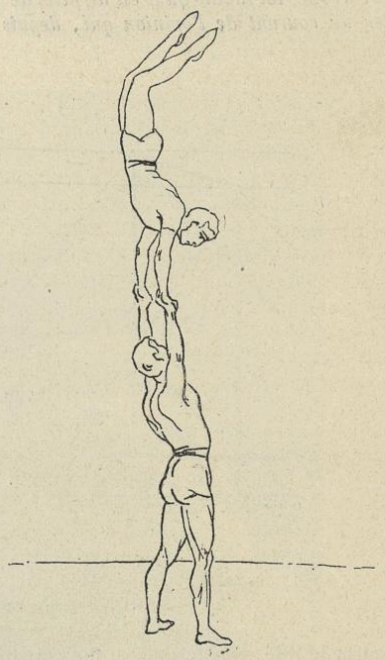

Fig. 114. — Équilibre mains en mains. (Dessin de l'auteur.)
structure de nos gymnastes est la voussure du dos : « l'obliquité des omoplates rend cette voussure plus sensible et les moignons des épaules, ramenés en avant, font paraître la poitrine creuse... » — Ces critiques s'appliquent fort bien à certains spécialistes, mais cessent d'être justes en thèse générale. Il suffit, pour le démontrer, de citer chez d'autres *professionnels* les déformations opposées : exagération de la courbure pectorale et déformation de la colonne vertébrale dont le profil devient sensiblement rectiligne, de la partie cervicale à la région lombaire (*équilibristes en mains, disloqués, cascadeurs* (1) *d'épaules,* — fig. 114 et 115).
(1) En argot acrobatique, on nomme *cascadeur* celui qui exécute des sauts, passes ou chutes. Dans les exercices en épaules (travail de tapis), l'homme du dessous s'appelle *porteur*, celui du dessus, *cascadeur*.